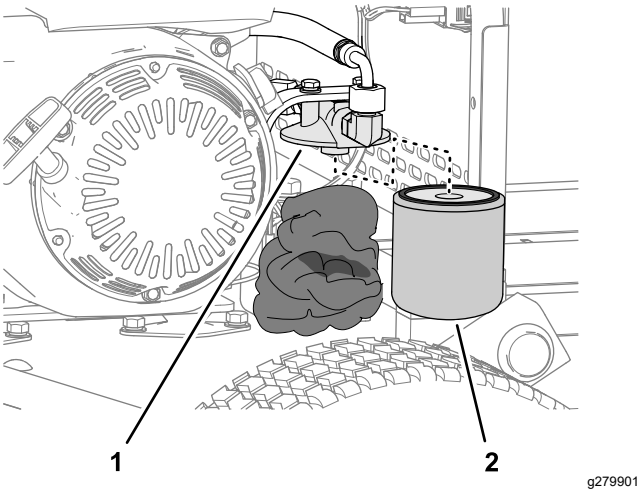

**Figur 38**
2. Fyll området under hydraulfiltret med trasor (Figur 38).
3. Avlägsna försiktigt hydraulfiltret (Figur 38).
5. Montera filtret på filterhuvudet för hand (Figur 38) tills packningen nuddar vid filterhuvudet. Dra sedan åt filtret ytterligare tre fjärdedels varv.